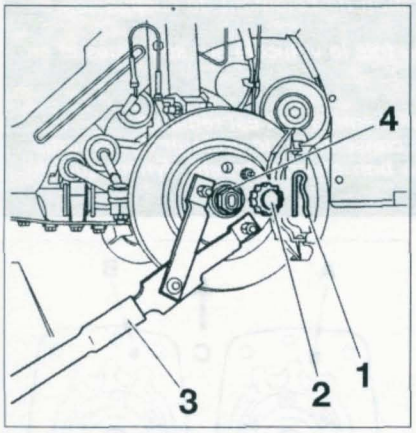

FIGURE 6-7
- l'épingle (1) **(figure 6-7)**.
- la rondelle frein (2).
• À l'aide d'un outil approprié (3), immobiliser le moyeu en rotation puis déposer l'écrou de transmission (4).